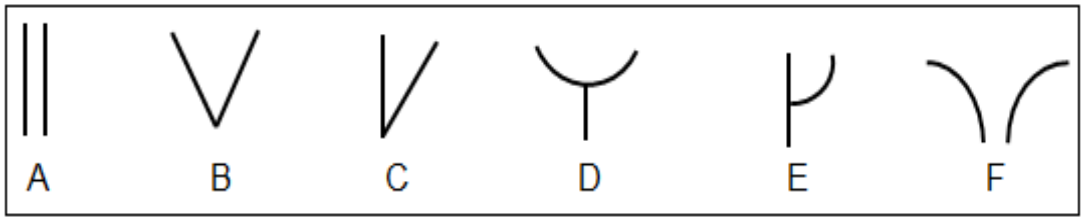

FIGURE 3 (6)
5.1 FIGURE 3 shows different types of weld groove symbols used for shielded metal arc welding (SMAW).